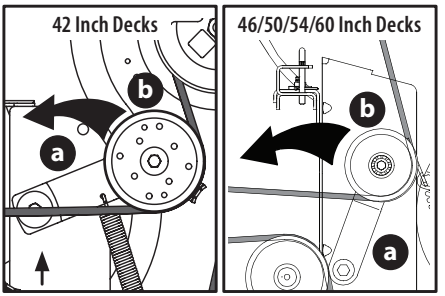

Fig. 41
a. Using the deck lift handle, the deck lift pedal and knob or the deck lift pedal and pin, raise the deck to the position that provides the most horizontal run of the belt between the deck idler pulleys and the PTO pulley on the bottom of the engine (Fig. 41).
b. Working from the middle of the tractor, pivot the idler bracket (a) and movable idler pulley (b) rearward just far enough to lift the belt up and over the spindle pulley (Fig. 41).